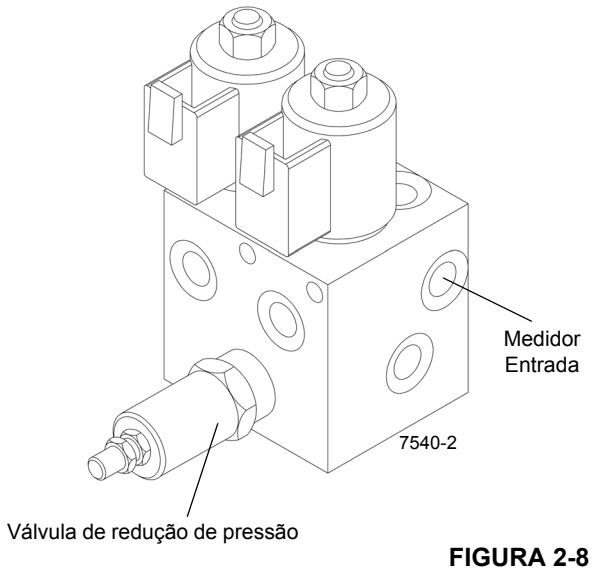

FIGURA 2-8
1. Instale um dispositivo de verificação de pressão de desconexão rápida com medidor no bico de teste na entrada de teste da válvula do suprimento piloto do freio de giro Figura 2-8.